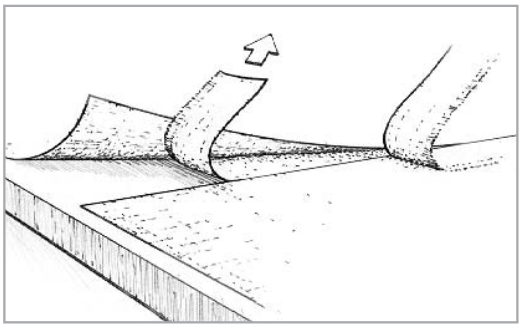

Figure 8-21 *Remove the topmost trimming. Then lift the opposite cut edge to remove the overlapped trimming.*
c) Remove the topmost trimming and then lift the opposite cut edge to remove the overlapped trimming *(Figure 8-21)*. **d)** Re-wet the underside of the raised edge with epoxy and smooth into place.